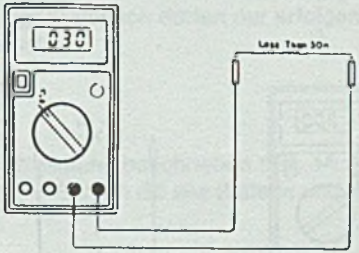

Fig. 5-7 Akustischer Durchgangsprüfer
2. Stellen Sie den Funktionswahlschalter auf den ♫-Bereich (dies ist der gleiche wie der ⊣▶⊢ Bereich) und legen Sie die Prüfspitzen an den zu messenden Widerstand (siehe Fig. 5-7).